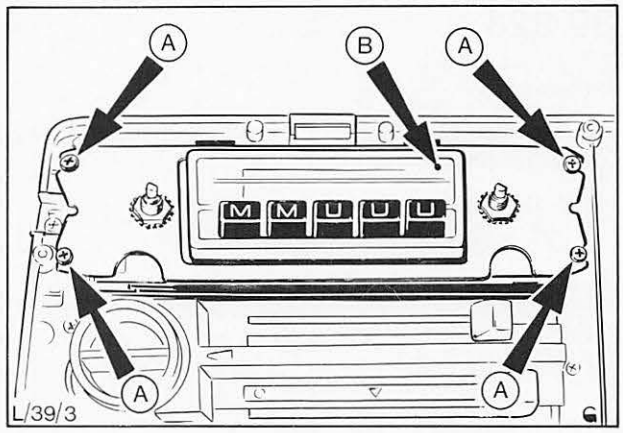

Abb. 4 A = Lage der Befestigungsschrauben – Grundplatte/Empfänger
6. Kreuzschlitzschrauben (4) von der Befestigungsplatte des Radios entfernen und Befestigungsplatte mit Radio ausbauen, Abb. 4.
9. Kreuzschlitzschrauben der Befestigungsplatte eindrehen und festziehen, Abb. 4.
Radio einschalten, schwachen Mittelwellensender einstellen und mit einem kleinen Schraubenzieher die Einstellschraube so drehen, bis der bestmögliche Empfang erreicht wird. Die Einstellschraube befindet sich an der Vorderseite des Radios, siehe „B", Abb. 4.